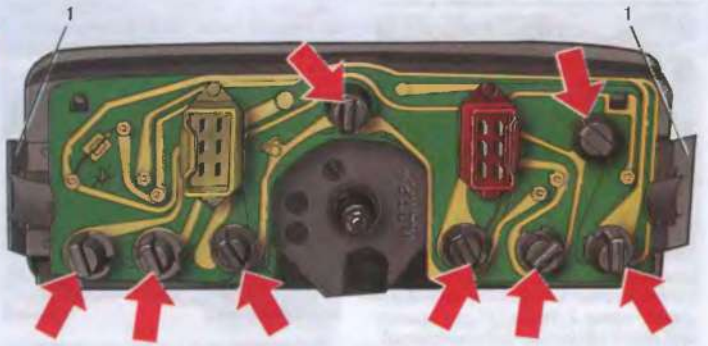

Рис. 7.24. Снятая комбинация приборов: 1 – держатель; стрелками показаны патроны сигнализаторов и лампа освещения комбинации приборов (средняя вверху)
На автомобиле ВАЗ-2101 все контрольные приборы установлены в комбинации приборов. Там находятся спидометр, указатель давления масла, указатель уровня топлива с сигнализатором его резерва, указатель температуры охлаждающей жидкости, сигнализаторы аварийного падения давления масла, заряда аккумуляторной батареи, включения стояночного тормоза, указателей поворота, габаритного света и дальнего света фар. Комбинация закреплена в панели приборов двумя пружинными скобами (примерное расположение скоб показано стрелками, а сами скобы 1 приведены на рис. 7.24).
2. Отогните правый пружинный держатель 1 (см. рис. 7.24) через отверстие в панели и вытолкните комбинацию приборов из гнезда. В случае повреждения правого держателя отогните левый, к которому можно подобраться рукой из-под панели приборов при снятом блоке предохранителей.